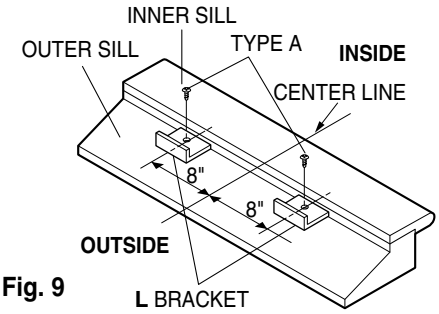

Fig. 9
b. The bracket helps to hold the unit securely in place. Be sure to place bracket edge flush against back of inner sill. See Fig. 9.
a. Carefully lift the air conditioner and slide it into the open window. Make sure the bottom guide of the air conditioner drops into the notches of the **L** bracket. See Fig. 9.